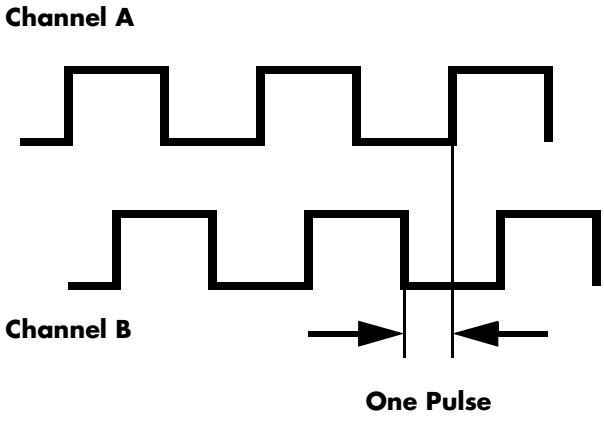

Figure 8-12: Drive Motor Encoder Phases
11. When the lift truck moves, two signals (channels) are generated by the drive encoder (DE) (JPS15-1 through JPS15-4) and sent to the System Card.
- Actual lift truck speed is determined by the System Card counting the number of signals per second generated by the drive encoder (DE). Figure 8-12 is an example of drive encoder (DE) phase shifting.